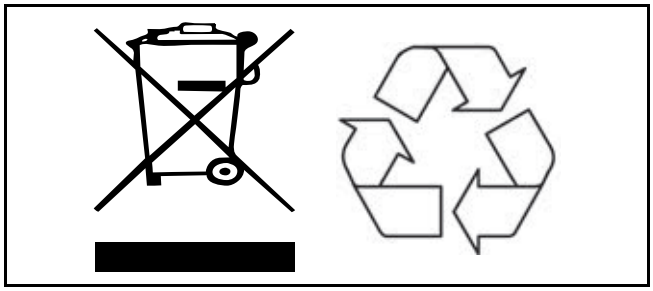

Fig. 2
- Para reciclagem e eliminação de baterias, devem ser seguidas as regras indicadas pela diretiva REEE (resíduos de equipamentos elétricos e eletrónicos), bem como as leis e os regulamentos locais. Caso contrário, podem explodir, derramar líquido e causar lesões pessoais. Quando devolver baterias, isole os seus terminais com fita adesiva. Caso contrário, a eletricidade residual das baterias usadas pode causar incêndio ou explosão. A Fig. 2 a seguir mostra os símbolos para eliminação e reciclagem.